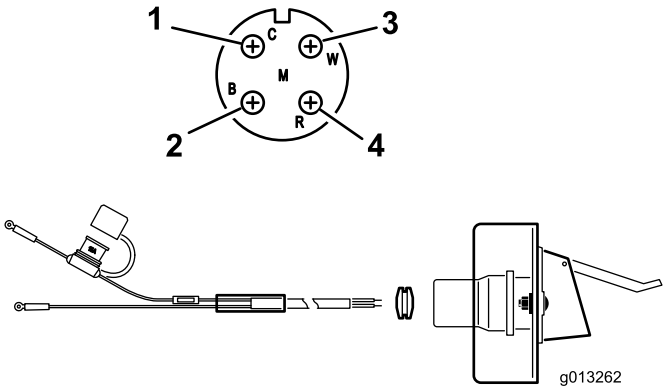

Figura 9
2. Encaminhe e prenda a cablagem eléctrica da bateria ao suporte da ficha eléctrica (Figura 9).
3. Encaminhe a cablagem através do suporte da tomada, instale o olhal de borracha preta sobre a cablagem (Figura 9).